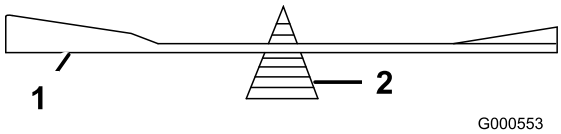

**Figur 104**
2. Kontrollera knivens balans med en knivbalanserare (Figur 104).